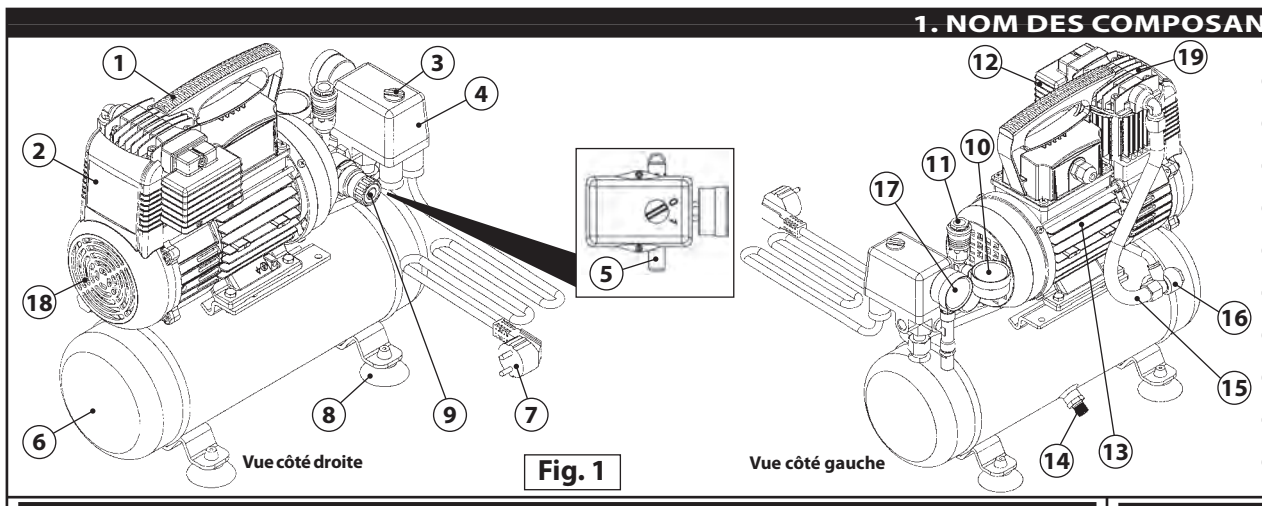

Fig. 1
5) Das Kondenswasser muss nur dann aus dem Behälter abgelassen werden, wenn der Arbeitszyklus beendet ist **(14 - Abb. 1)**.
Behälter	Nach jedem Arbeitszyklus ist die Maschine am Boden abzustellen und das Kondenswasser durch Öffnen des Kondenswasserablassventils **(14 - Abb. 1)** zu entleeren.
1) Interrompre la source d'alimentation électrique s'assurant que l'interrupteur "ON-OFF" **(3 - Fig. 1)** soit dans la pos. **"OFF (0)"**.
2) Débranchez le câble d'alimentation électrique **(Fig. 1 - Réf. 7)** de la prise d'alimentation et positionnez-le près de la machine.
3) Décharger le réservoir **(Fig. 1 - Réf. 14)** (absence de pression).